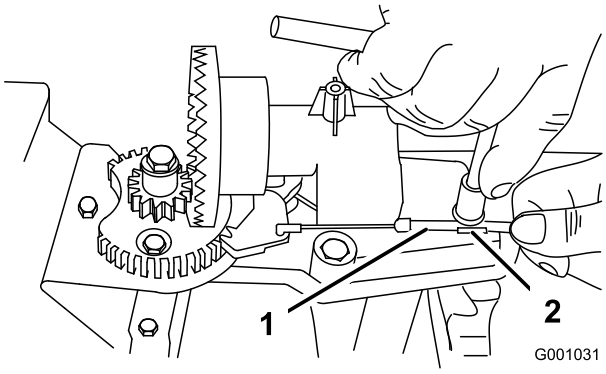
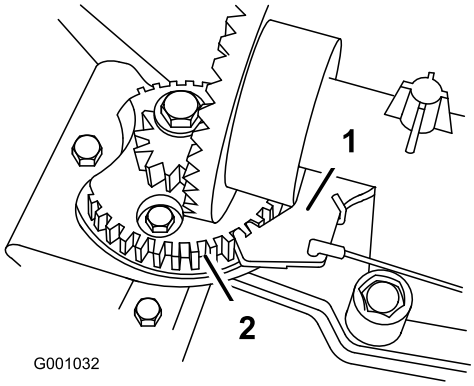

Figur 48
Figur 49
2. Lossa bulten på kabelklämman (Figur 48).
3. Ta tag i kabelledningen och rör den mot maskinens främre del tills spärrhaken på utkastaren helt hakar in i kugghjulets kuggar (Figur 48 och Figur 49).
Obs: Spärrhaken är fjäderupphängd och kommer att röra sig in i kuggarna på kugghjulet av sig själv (Figur 49).